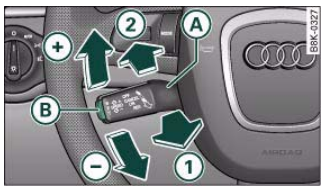

Fig. 138 Control lever and pushbutton for cruise control system ▶
The cruise control system is set using the control lever ⇒ *page 125,* fig. 138. The indicator lamp lights up while the system is operating ⇒ fig. 139.
– Pull the lever (A) to position (1) ⇒ *page 125,* fig. 138 to switch on the system.
– Briefly press button (B).
– Move the lever (A) up towards (+) ⇒ *page 125,* fig. 138.
– Move the lever (A) down towards (-) ⇒ *page 125,* fig. 138.
You can increase the set speed in steps of 1 km/h by briefly pressing the lever Ⓐ up towards ⊕ ⇒ *page 125,* fig. 138.
You can decrease the set speed in steps of about 1 km/h by briefly pressing the lever Ⓐ down towards ⊖ ⇒ *page 125,* fig. 138. ■
– Push lever Ⓐ in direction ② (click stop not engaged) ⇒ *page 125,* fig. 138, or
– Pull the lever to position ① ⇒ *page 125,* fig. 138.
– Push the lever Ⓐ up towards ⊕ or down towards ⊖ ⇒ *page 125,* fig. 138 in order to increase or reduce the cruising speed setting.
– Press the lever (A) to position (2) (click stop engaged) ⇒ *page 125,* fig. 138.